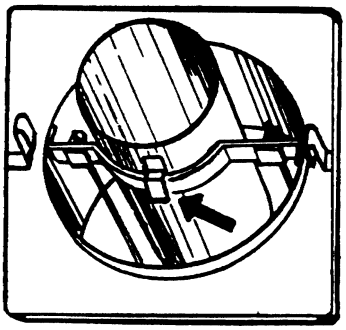

Fig.4
Schliesslich das offene Abfuhrrohr C über das Mauerteil schieben, bis der Anschlag über die Querstütze hakt (Fig. 4).
Finally, push the loose outlet pipe (C) over the wall section until the stop hooks over the transverse support (fig. 4).